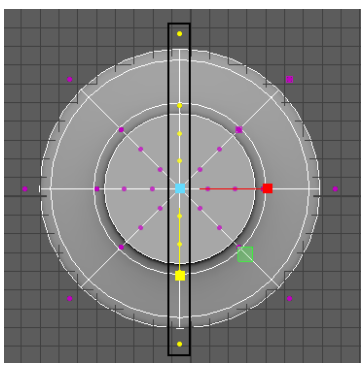
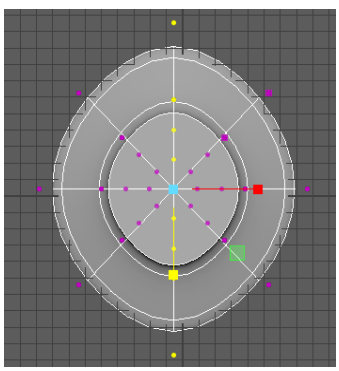

Figure 4-13 *The vertices selected*
Figure 4-14 *Scaled mesh*
1. Maximize the top-Y viewport. Next, press and hold the SHIFT key and marquee-select the vertices, refer to Figure 4-13. Choose **Scale Tool** from the Tool Box, and scale the selected vertices inward along the Z-axis using the yellow handle; the mesh gets scaled, as shown in Figure 4-14.